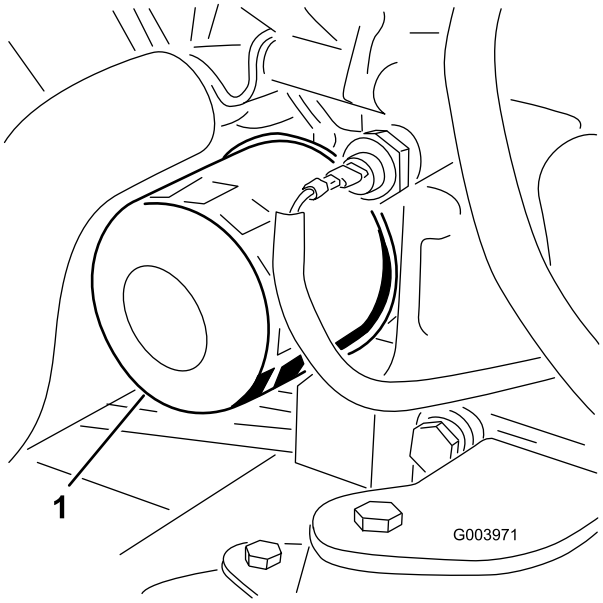

Figur 53
3. Avlägsna oljefiltret (Figur 53).